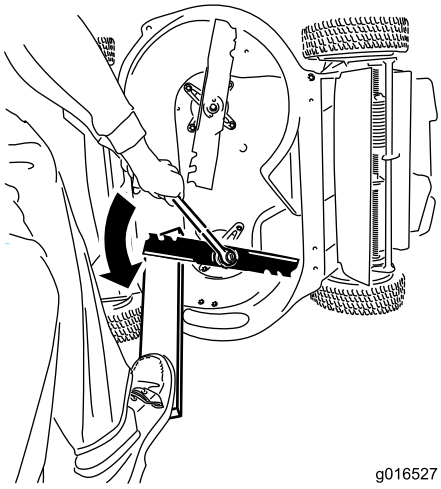

Figuur 44
1. Gebruik een houten blok om de messen te ondersteunen en draai de mesbout linksom zoals getoond in Figuur 44.